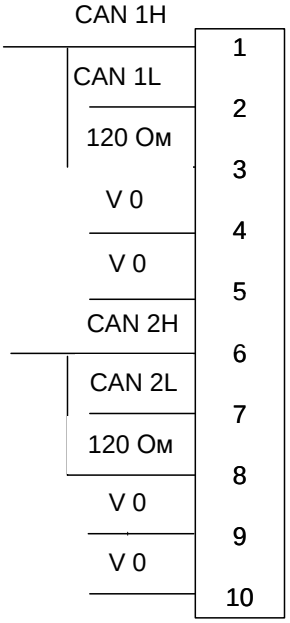

Рис.8 Назначение клемм при подключении интерфейсного модуля CAN.
1.2.5 Интерфейсный модуль цифровой шины CAN (рис.8) может быть использован для организации сети передачи данных по протоколу CANbus (A,B) либо для подключения к уже существующей сети CAN.